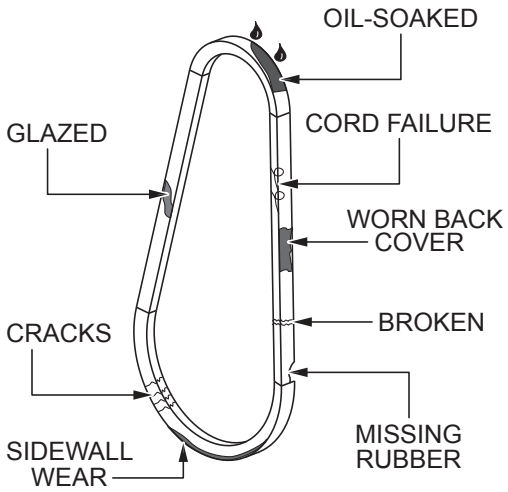

Figure 27. V-Belt Inspection
1. Inspect the V-belt (Figure 27) to determine if it is frayed, peeling, full of tiny cracks, has pieces of rubber missing, or is otherwise damaged.
2. Inspect the V-belt (Figure 27) to determine if it is oil-soaked or glazed (a hard, shiny appearance on the sides of the belt). Either of these conditions can cause overheating of the belt, which may weaken the belt and increase the possibility of it breaking.